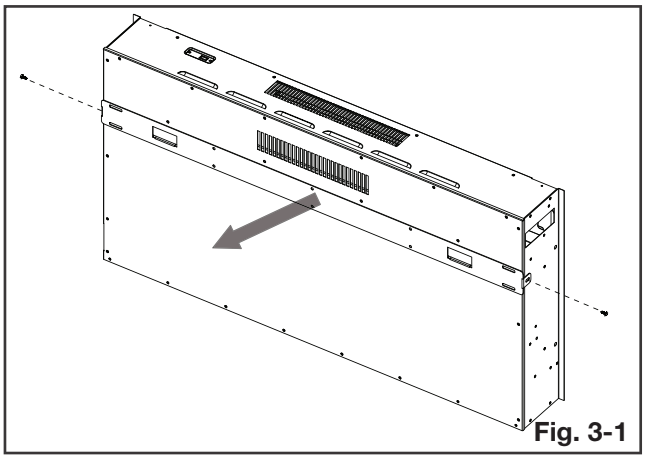

Fig. 3-1
D. Place the appliance face down on a soft, non-abrasive surface. Remove the wall mounting bracket from the back of the appliance by removing the screws **(Fig. 3-1)**. Set the bracket and screws aside.